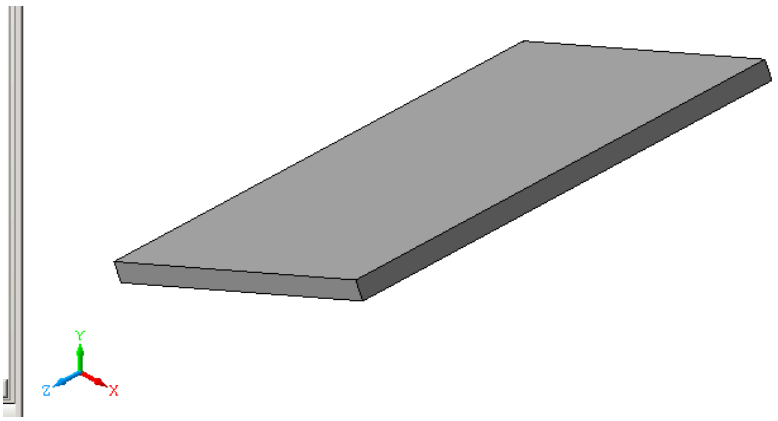

Рис. 2.15. Результат применения операции выдавливания к эскизу Отрезок.
1.18. **Нажмите** на **Панели специального управления** кнопку  – **Создать объект** или выберите в объектном меню команду **Создать операцию**. Тонкая пластина готова (рис. 2.15). Если это нужно, выберите режим отображения **Полутоновое**.